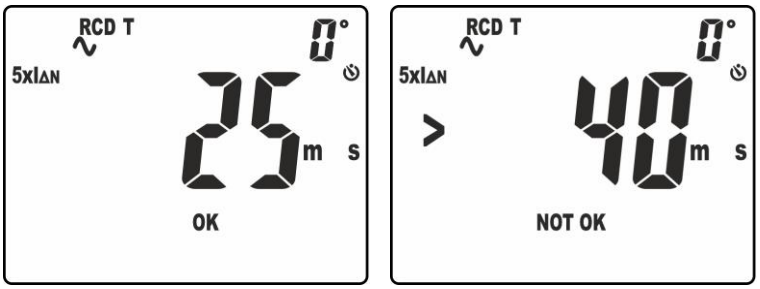

Fig. 36: Temps d'intervention en mode manuel avec 5xIΔn.
10. Le résultat correct de la mesure est affiché à l'écran (voir Fig. 36. à gauche) avec indication «OK».
11. Le résultat incorrect de la mesure (**temps d'intervention > 40ms)** est affiché à l'écran (voir Fig. 36. à droite) avec indication «NOT OK». L'instrument émet un bref son continu.
10. Le résultat correct de la mesure est affiché à l'écran (voir Fig. 36. à gauche) avec indication «OK». Il convient de noter la présence du temps d'intervention en haut à droite de l'écran.
11. Le résultat incorrect de la mesure est affiché à l'écran (voir Fig. 36. à droite) avec indication «NOT OK» (**courant d'intervention > 33mA)**. L'instrument émet un bref son continu.